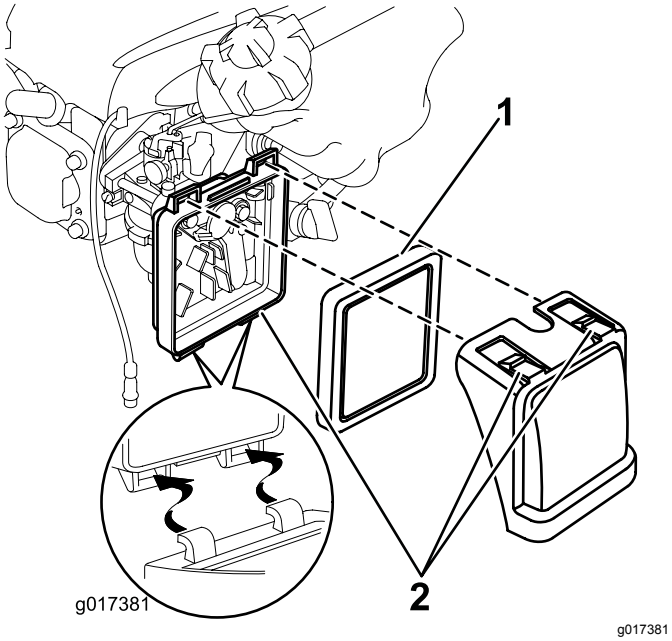

Rysunek 18
1. Wciśnij klapki zatrzasku na górze pokrywy filtra powietrza (Rysunek 18).
2. Otwórz pokrywę (Rysunek 18).
3. Wyjmij filtr (Rysunek 18).
6. Włóż filtr do filtra powietrza (Rysunek 18).
7. Zamontuj pokrywę (Rysunek 18).